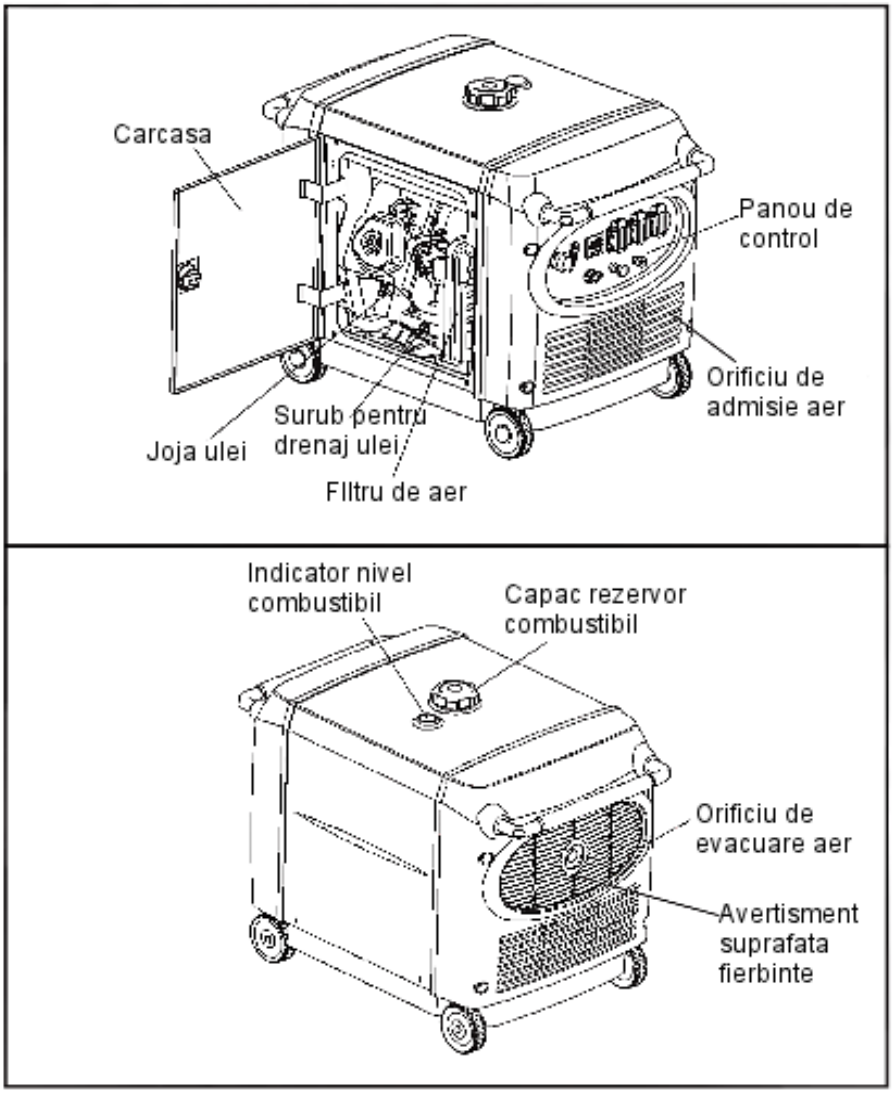

Fig. 1 - Prezentare exterioara
2.1. Prezentare exterioara a generatorului (a se vedea Fig. 1)